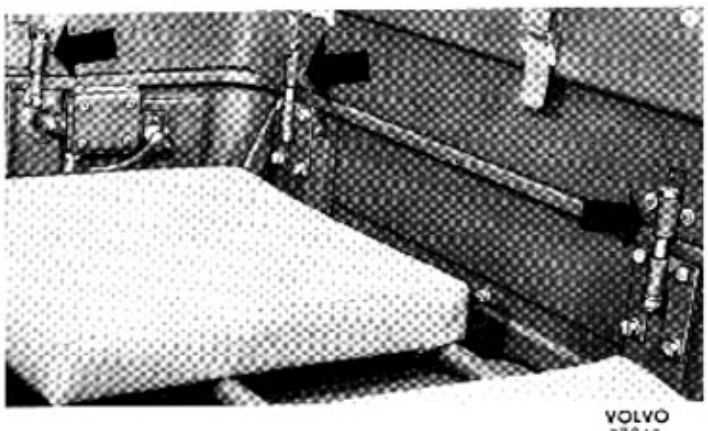

Bild 87-1. Fästskruvar, hardtop
4. Lossa fästskruvarna som håller hardtop-enheten vid karosserisidorna (bild 87-1).